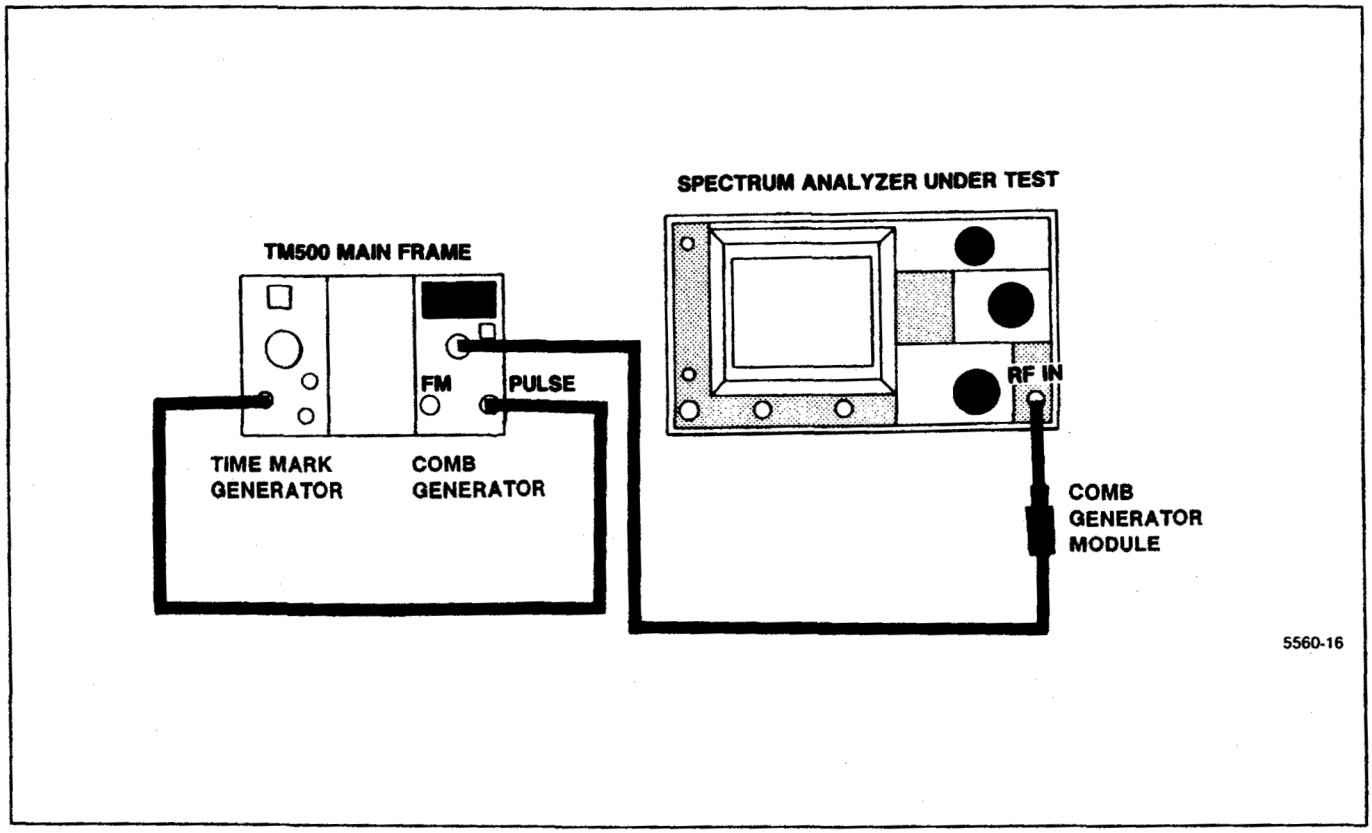

Figure 4-7. Test equipment setup for checking frequency Span/Div and sweep Time/Div accuracy.
c. Remove the CAL OUT signal from the RF INPUT and set up the test equipment as shown in Figure 4-7. Set the CENTER FREQUENCY to 10 GHz, SPAN/DIV to 500 MHz, RESOLUTION BANDWIDTH to 100 kHz, and REF LEVEL to −10 dBm. Peak the response with the MANUAL PEAK control and set REF LEVEL for the best marker definition. It may also help to reset the CENTER FREQUENCY for better marker definition.
f. Modulate the Comb Generator signal with 10μs markers, from the Time Mark Generator, by applying the Marker Output to the Pulse Input of the Comb Generator as shown in Figure 4-7. Set the MANUAL PEAK control for optimum marker definition.